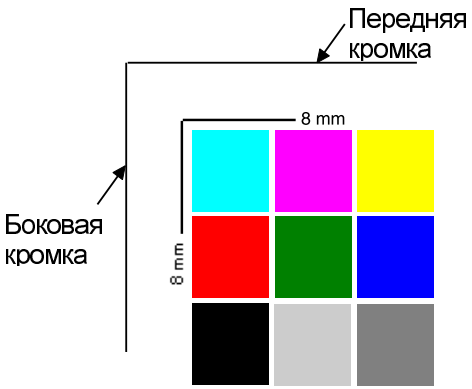

Рисунок 1. Измерение полей
2. Рисунок 1: Измерение полей.